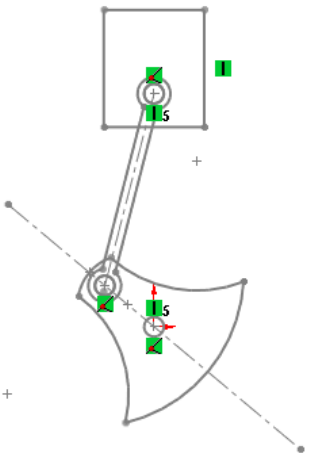
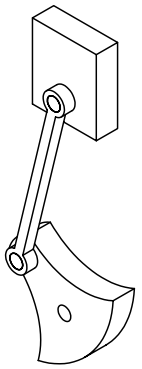
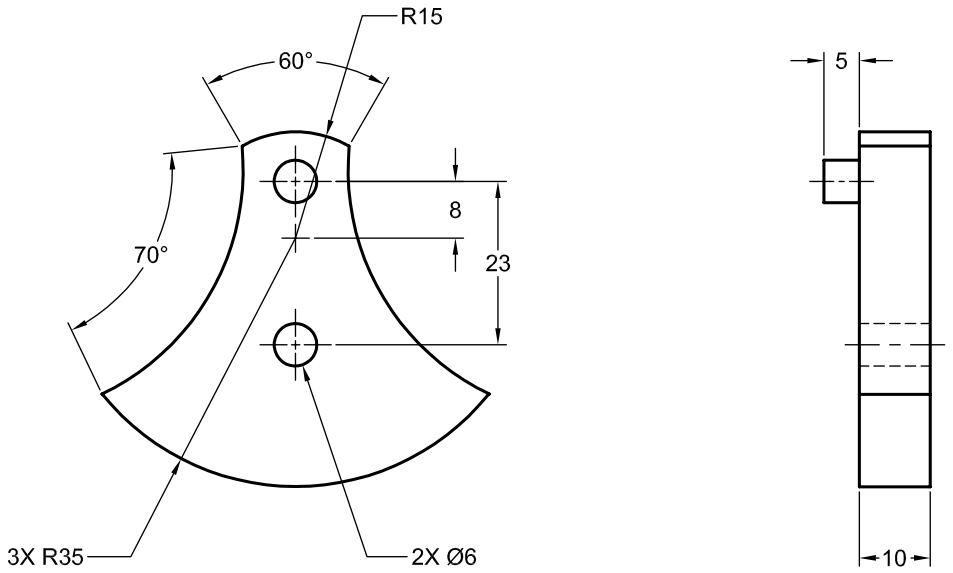

Figure 2-26 *Reciprocating mechanism created by assembling the blocks*
Figure 2-27 *Reciprocating mechanism after converting the blocks into parts*
Figure 2-28 *The front and right views of the crank*
In this tutorial, you will create a reciprocating mechanism by assembling different blocks, as shown in Figure 2-26. You will also convert the blocks of the reciprocating mechanism into parts. The final assembly of the mechanism after converting blocks into parts is shown in Figure 2-27. Figures 2-28 through 2-30 show different views of the parts of the mechanism with the required dimensions. **(Expected time: 45 min)**
2. Draw the front view of the crank, refer to Figure 2-28, by using the tools in the **Sketch CommandManager**.
Next, you need to extrude the upper hole of the **Crank**, refer to Figure 2-28.